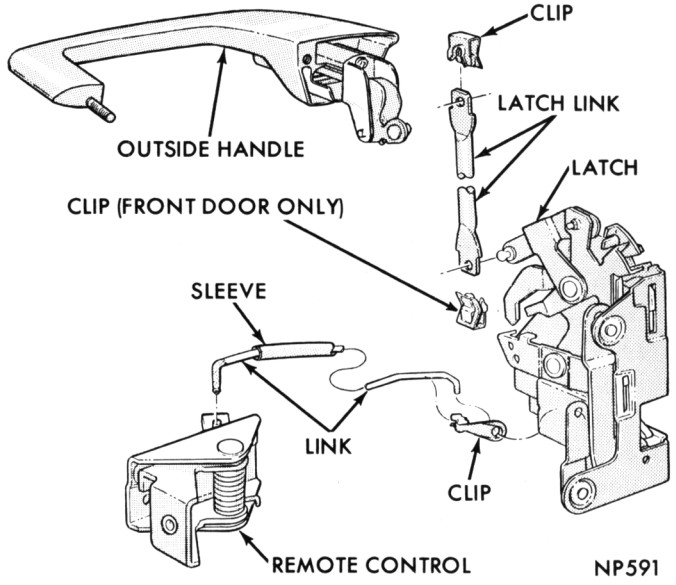

Fig. 19—Front Door Locking Mechanism
(1) Disconnect handle to lock link (Figs. 19 and 20), from lock by pulling link outward at lock.
(2) Disconnect locking lever rod (front door only) from lock assembly.
(3) Disconnect locking rod link from lock.
(4) Remove screws attaching lock assembly to door.
(5) Rotate lock assembly and disconnect remote control link when removing lock.
(6) Lubricate all moving points of lock assembly.